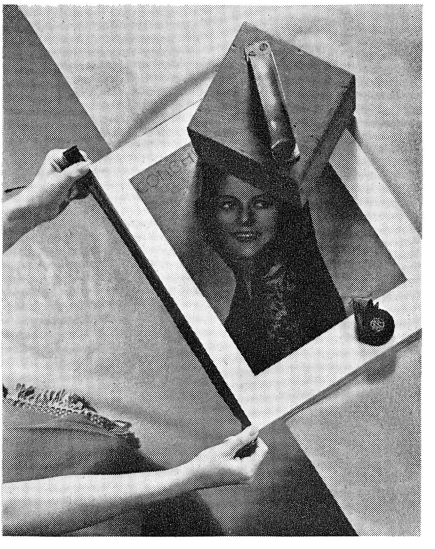

Figure 85. When left end is attached, pull passe-partout taut and attach right end.
5. When the left end is attached, pull the tape taut, and attach the right end in the same manner (Figure 85). Feel the width of the overlap with your right thumb and make sure that it matches the left end. In case of error, the right end of the tape may be quickly loosened and re-attached correctly.